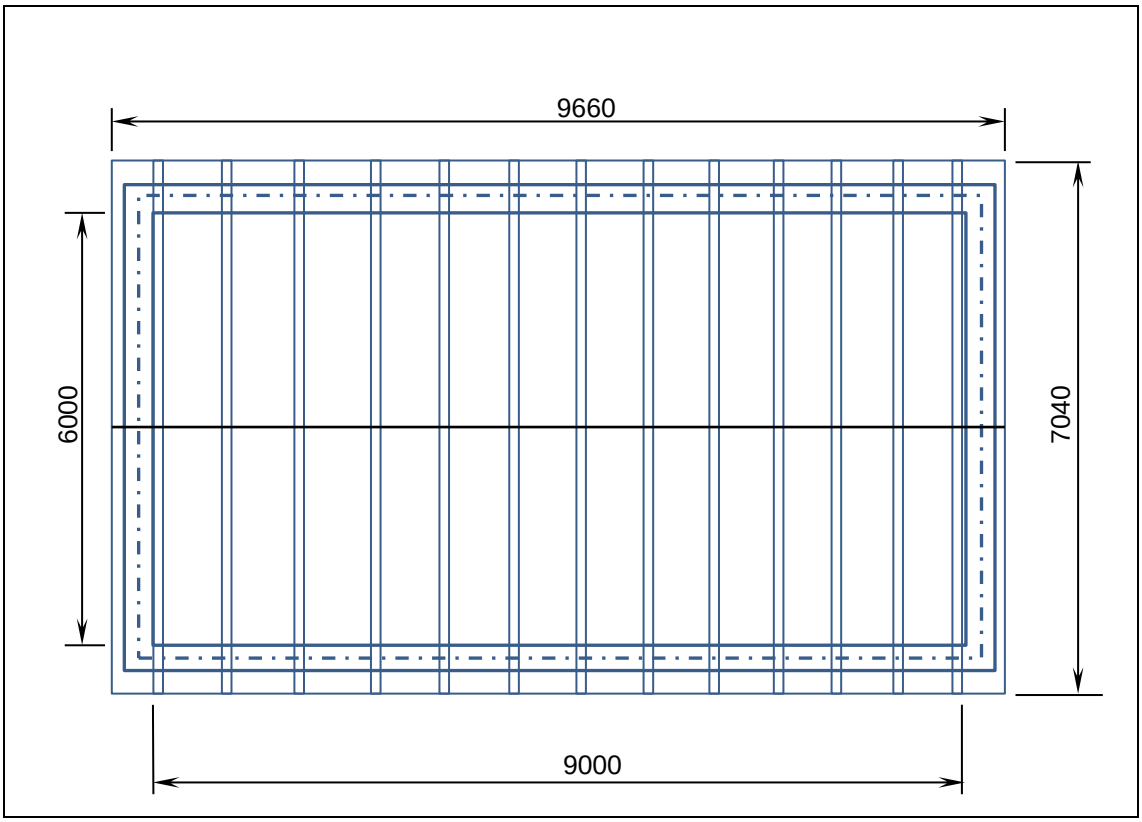

FIGUUR 2
4.2 FIGUUR 2 hier onder en TABEL 1 op die volgende bladsy toon die konstruksiedetail van 'n geweldakkonstruksie en 'n uittreksel uit die SANS 10243 wat die maksimum hart-op-hartspasiëring van strooklatte en kaplatte volgens die dakbedekkingsmateriaal spesifiseer. Die dakkappe het 'n spanwydte van 6 m. Die spanwydte is aan die binnekant van die 220 mm mure gemeet. Die dakkappe is 750 mm uit mekaar gespasieer en die dakrand, wat vanaf die buitenste huid van die muur gemeet is, is 300 mm. Die helling van die daksparbalke is 28° en die totale lengte van 4 m is van die toppunt van die dakkap tot by die onderpunt van die dakrand gemeet. Opvallende dubbele Romeinse betonteëls met 'n gemiddelde massa van 48 kg/m² of 0,44 kN/m² word as dakbedekking gebruik.
Bestudeer die konstruksiedetail in FIGUUR 2 en beantwoord die volgende vrae langs die vraagnommer (4.2.1–4.2.5) in jou ANTWOORDBOEK.
4.2.1 Bepaal op grond van die inligting wat hier bo gegee word, of kaplatte of strooklatte vir die konstruksie in FIGUUR 2 gebruik moet word. Gee redes vir jou antwoord. (4)
4.2.3 Bereken die maksimum hart-op-hartspasiëring van die kaplatte of strooklatte volgens die konstruksiedetail in FIGUUR 2. Die spasiërings moet van die toppunt van die dakspar tot by die onderpunt van die dakrand bereken word. (4)